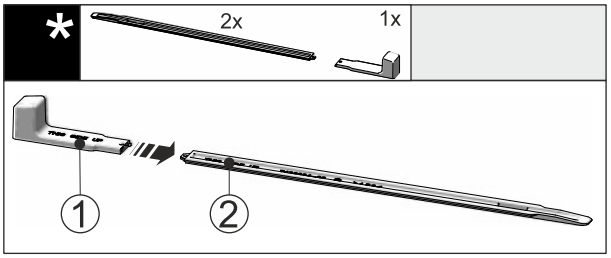

Fig. 47
▶ Insert the mounting handle *Fig. 47 (1)* into the leveling rail *Fig. 47 (2)*.